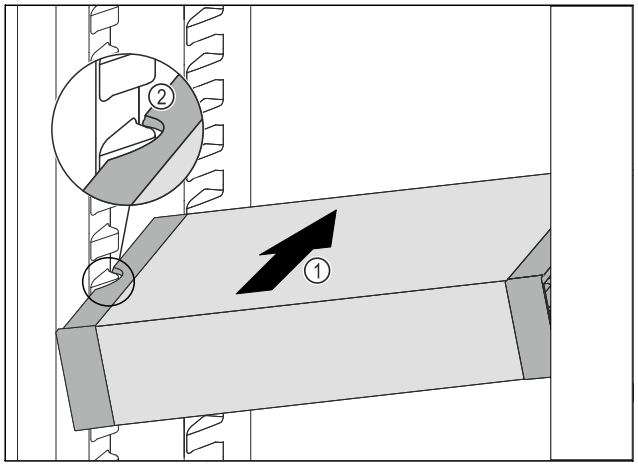

Fig. 129
▶ VarioSafe schräg in das Kühlteil einschieben *Fig. 129 (1)*, bis sich die seitlichen Aussparungen *Fig. 129 (2)* des VarioSafes auf Höhe der Behälterrippe im Kühlteil befinden.